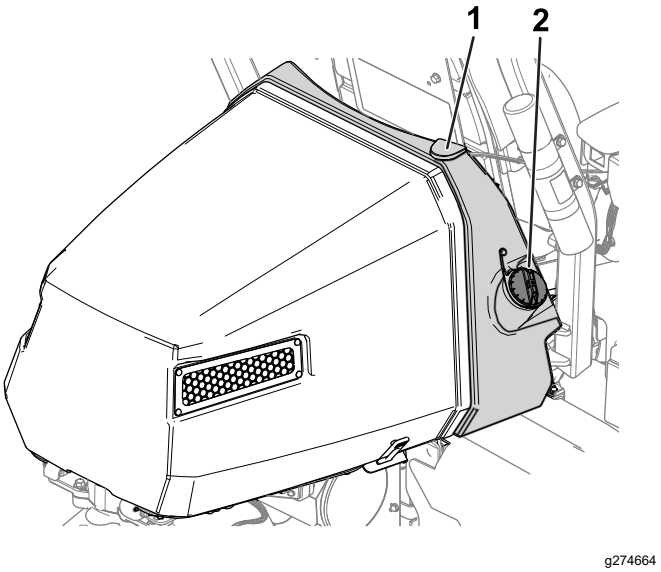

Figur 27
2. Rengør området omkring brændstofdækslet, og afmonter det (Figur 27).